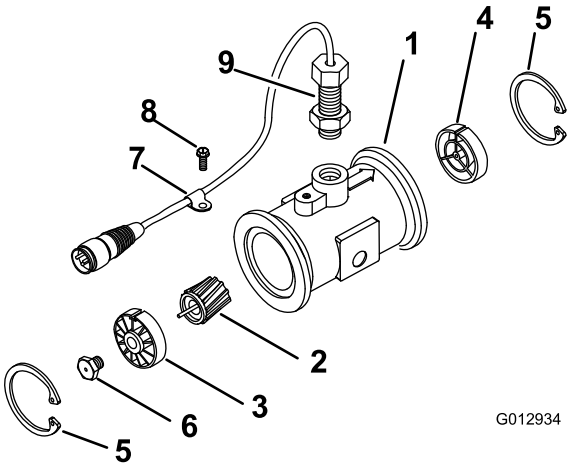

Figur 73
3. Fjern låseringen fra opstrømssiden (Figur 73).